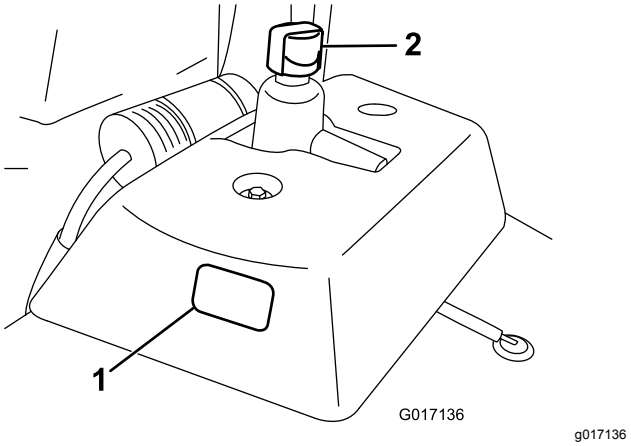

Figur 22
1. Sett maskinen på en jevn flate. Pass på at maskinen har kjølt seg ned, slik at oljen er kald. Kontroller oljenivået ved å sjekke seglasset på siden av reserveoljetanken (Figur 22). Hvis oljenivået er mellom de to merkene på seglasset, er dette tilstrekkelig.